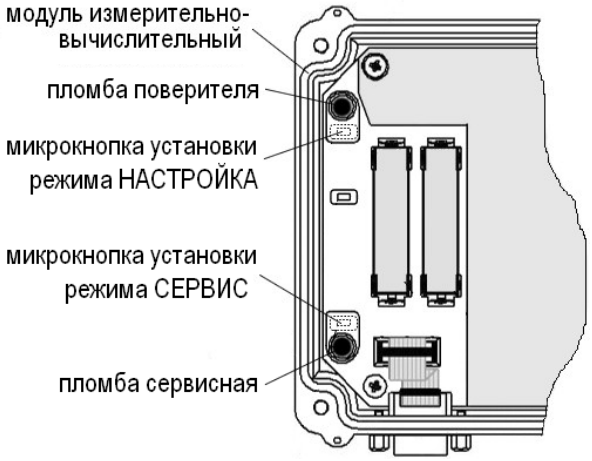

Рис.8. Пломбирование микрокнопок установки режимов управления ТВ.
1.8.2. При выпуске из производства после поверки на плате модуля измерительно-вычислительного пломбируется *пломбой поверителя* колпачок, закрывающий микрокнопку разрешения модификации калибровочных параметров – установки режима управления НАСТРОЙКА (рис.8).
1.8.3. На объекте после монтажа и проверки функционирования тепловычислителя на плате модуля измерительно-вычислительного должен быть опломбирован *сервисной пломбой* колпачок, закрывающий микрокнопку разрешения модификации функциональных параметров ТВ – установки режима управления СЕРВИС (рис.8).